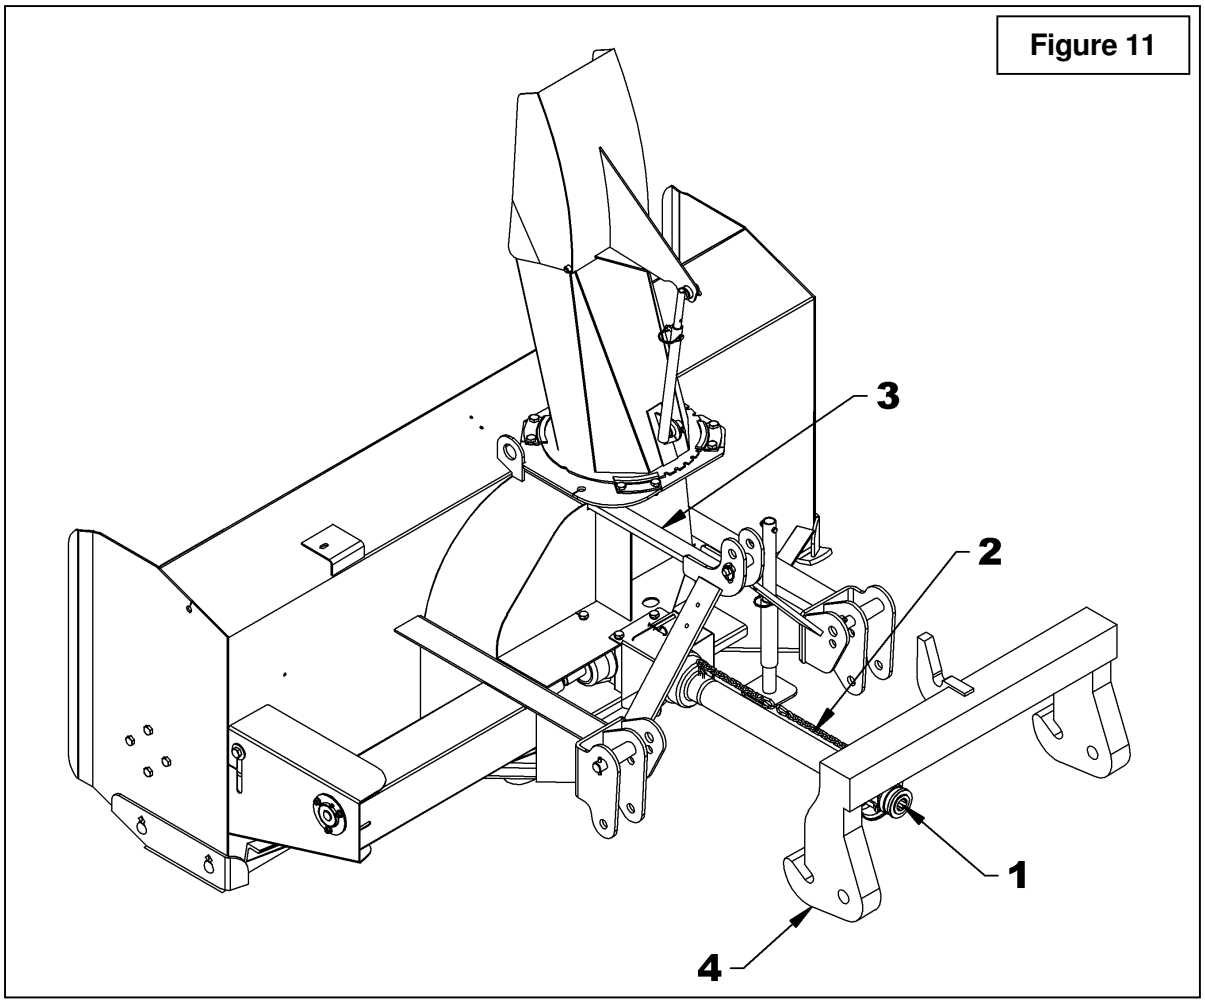

Figure 11
3. **Figure 11:** Détacher l'arbre à cardan du tracteur (item 1) et attacher la chaîne de sureté (item 2) autour de l'attache supérieure (item 3).
4. **Figure 11:** Reculer le tracteur lentement pour dégager l'attache rapide (item 4) de la souffleuse.